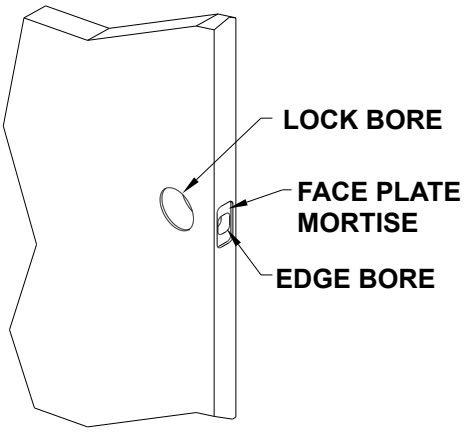

Figure 3
1. Door may be removed from hinges to cut out lock bore and mortise more easily. Locate the center of the lock bore and edge bore from your existing door and transfer the measurements to your new door. Use the recommended backset of the new hardware or the existing backset from your existing door. Drill the lock bore and the edge bore as shown in Figure 3.